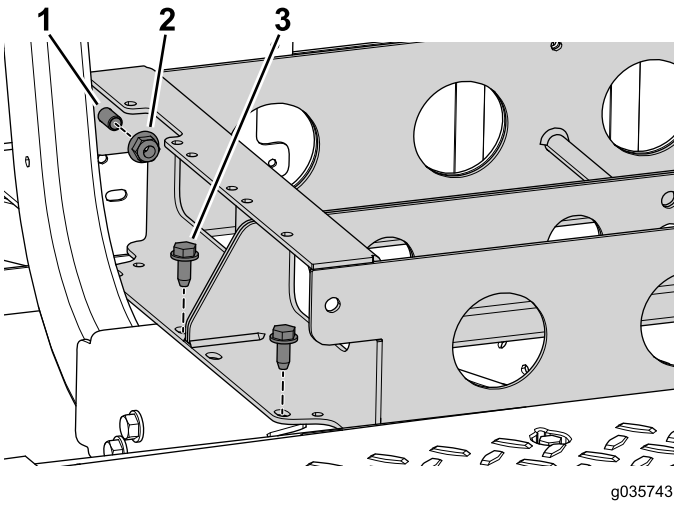

Figure 59
6. Remove the 4 bolts securing the battery tray to the machine (Figure 59).
7. Remove the 2 flange nuts, but not the 2 bolts, that connect the front and rear battery tray (Figure 59).